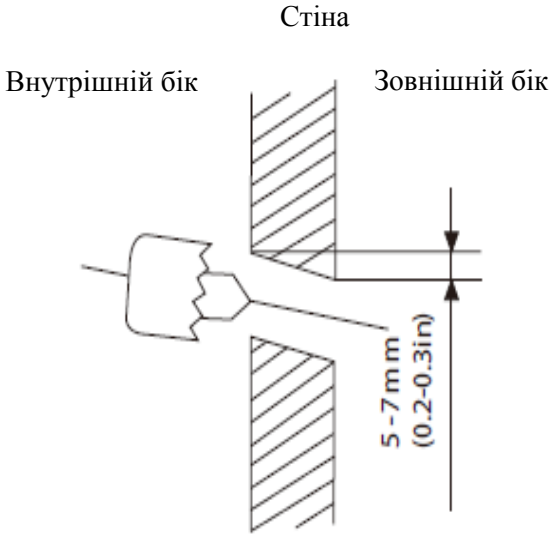

Рис. 4.2
2. Щоб просвердлити отвір у стіні, використовуйте порожисте свердло 65мм (2,5 дюйма). Переконайтеся, що отвір просвердлений під невеликим кутом вниз, таким чином, щоб кінець отвору назовні був нижчим ніж у кінець у приміщенні приблизно на 5 мм - 7 мм (0.2-0.275 дюймів). Це забезпечить належний дренаж води (див. Рис. 4.2).